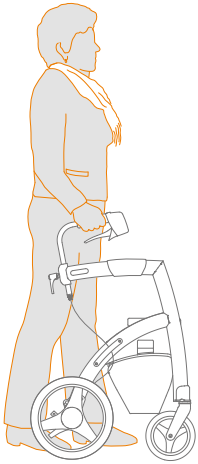

Figuur 18: Mooi rechtop lopen dichtbij de rollator.
b. Tijdens het lopen neemt u tussen de handgrepen plaats en steunt u indien nodig op de Rollz Motion. Zo loopt u zo dicht mogelijk bij de rollator, dat geeft de meeste steun **(Figuur 18).**